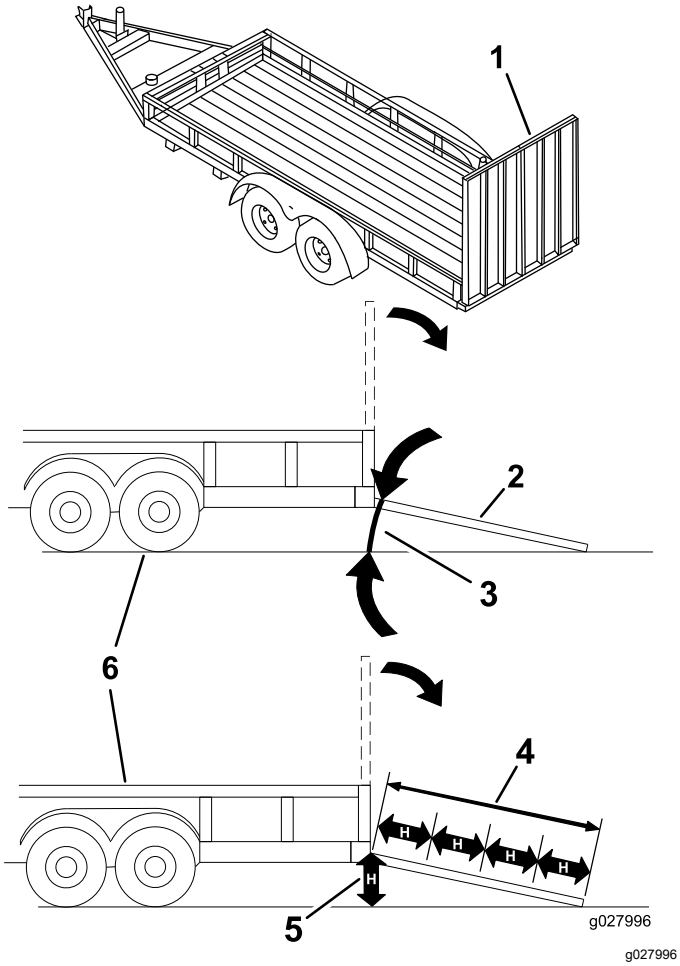

Figur 34
Om man lastar på en maskin på ett släp eller en lastbil ökar risken för att välta, vilket kan orsaka allvarliga personskador och innebära livsfara (Figur 34).
3. Sänk ned rampen och säkerställ att vinkeln mellan rampen och marken inte är större än 15 grader (Figur 34).
1. Sänk ned rampen och säkerställ att vinkeln mellan rampen och marken inte är större än 15 grader (Figur 34).